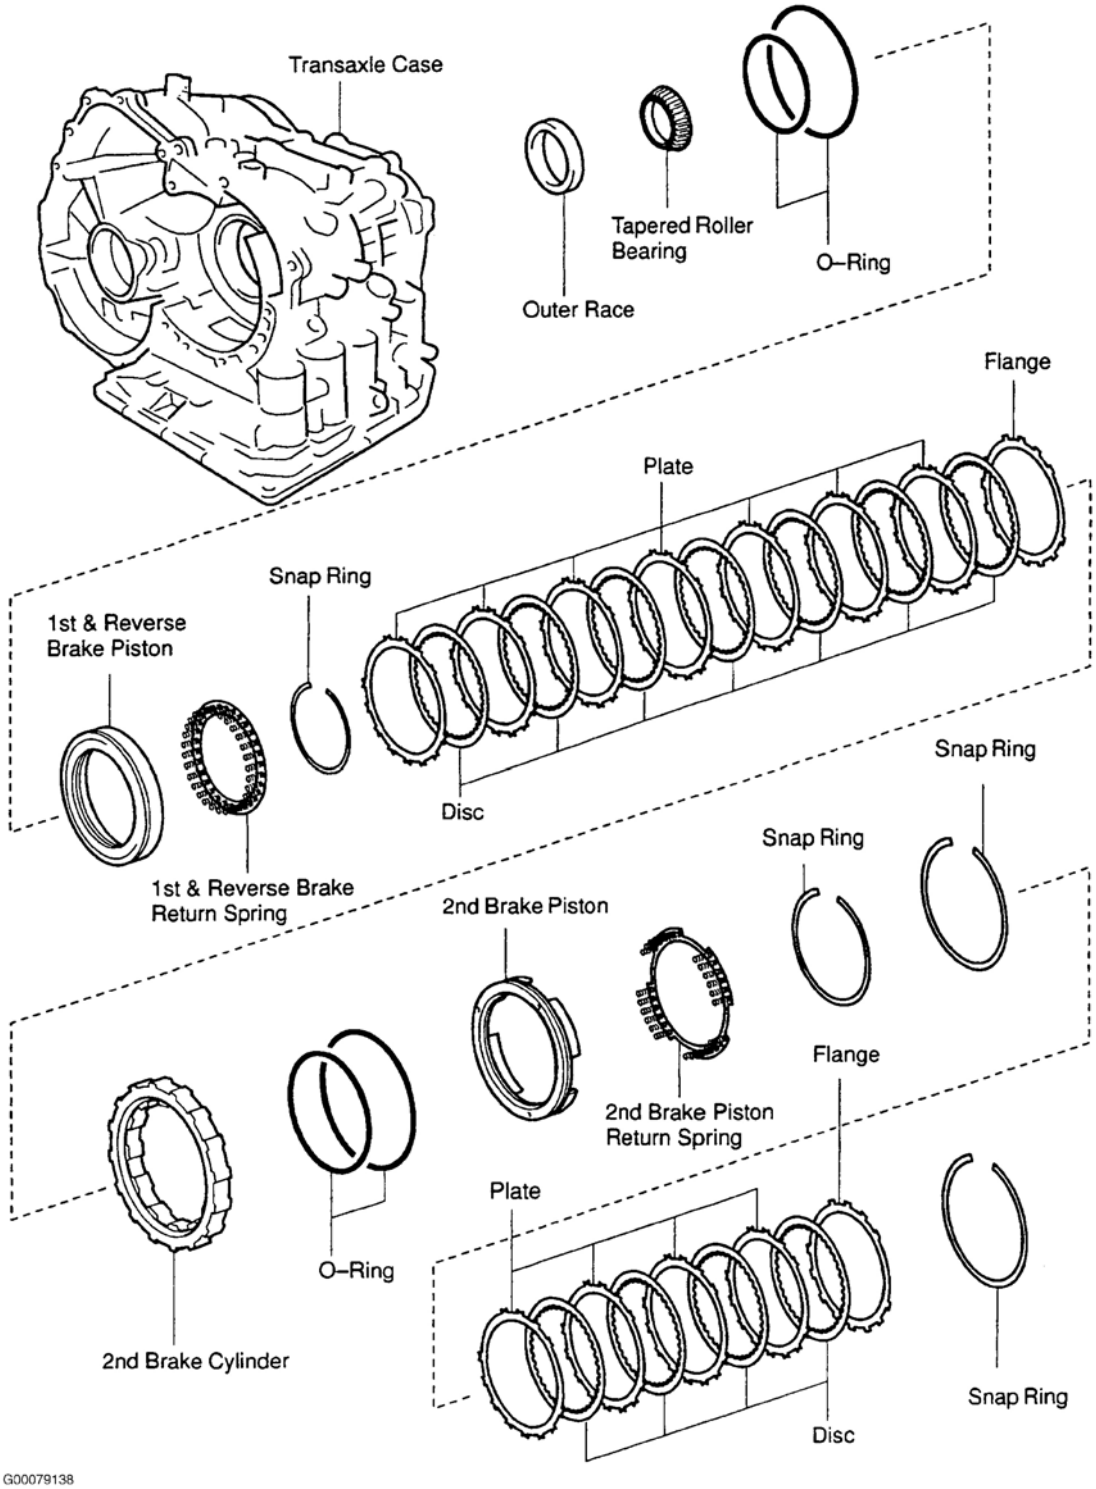

Fig. 19: Exploded View Of Transaxle Internal Components (3 Of 4)
16. Remove No. 1 one-way clutch and thrust bearing from transaxle case. Remove inner race from one-way clutch. Remove one-way clutch outer sleeve from transaxle case. Note direction of components for reassembly reference. Using a screwdriver, remove 2nd brake snap ring. Remove flange, 4 discs and 4 plates (3 discs and 3 plates on U241E) from transaxle case. Note location of components during removal for reassembly reference. See **Fig. 19**.
17. Using a screwdriver, remove 2nd brake cylinder assembly snap ring. Remove 2nd brake cylinder from transaxle. See **Fig. 19**.